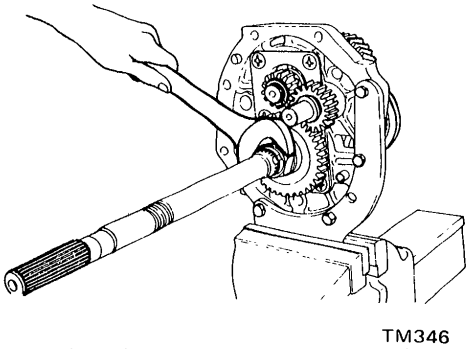

Fig. MT-16 Removing mainshaft nut
5. Release caulking on mainshaft nut and loosen it. See Figure MT-16.